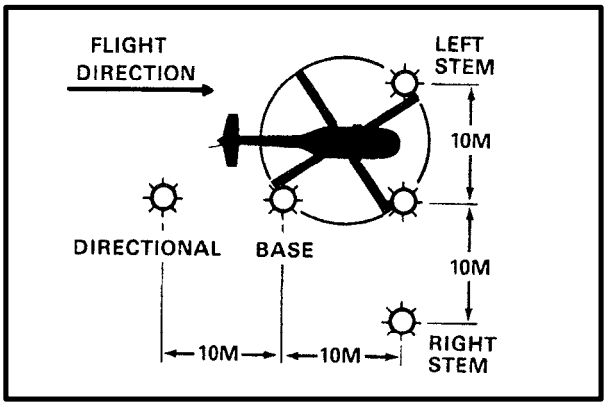

*Figure 4-12. "T" Light Formation*
**f. The "T" Light Formation.** The "T" light formation is set up using five lights placed according to Figure 4-12. The cargo is positioned 5 meters to the left of the base light and midway between the base light and stem light. The lead aircraft lands to the left of the base light and just short of the stem lights.